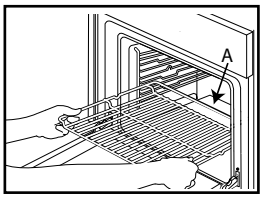

Fig. 1
1. För in gallret vågrätt med den höjda sidan "A" uppåt *(fig. 1)*.